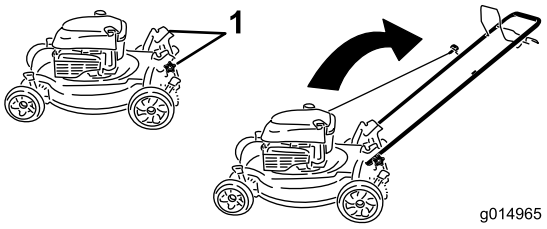

Bild 3
1. Nehmen Sie die Bügelhandräder vom Mähergehäuse ab (Bild 3).
1. Bügelhandrad (2)
3. Montieren und ziehen Sie die Bügelhandräder fest, die Sie in Schritt 1 (Bild 3) entfernt haben.